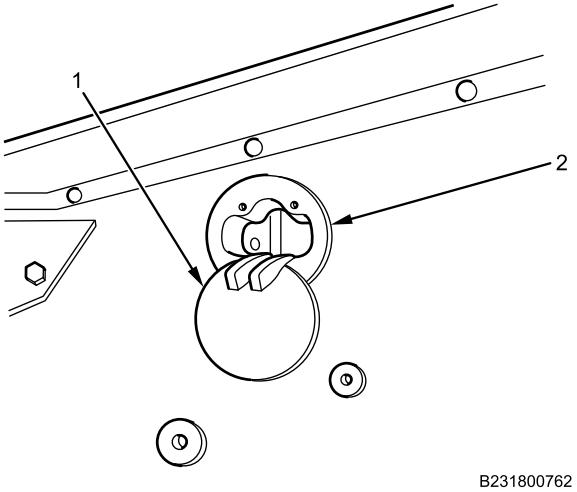
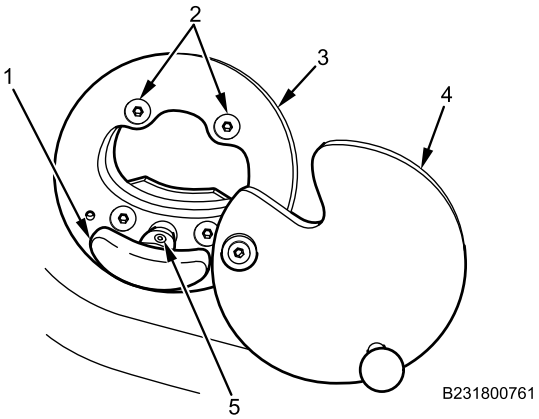

Figure 3. External Gun Port Installation.
Figure 4. Internal Gun Port Installation
1. Position external gun port assembly (Figure 3, Item 2) in locator hole on outside of vehicle. Ensure external gun port cover (Figure 3, Item 1) is open.
3. From inside vehicle, install four screws (Figure 4, Item 2) securing internal gun port to external gun port assembly (Figure 3, Item 2). Tighten screws securely.
4. Install internal gun port knob (Figure 4, Item 1) on internal gun port assembly (Figure 4, Item 3) and secure with drift pin (Figure 1, Item 5).
5. Close external gun port cover (Figure 3, Item 1).
6. Close internal gun port cover (Figure 4, Item 4).